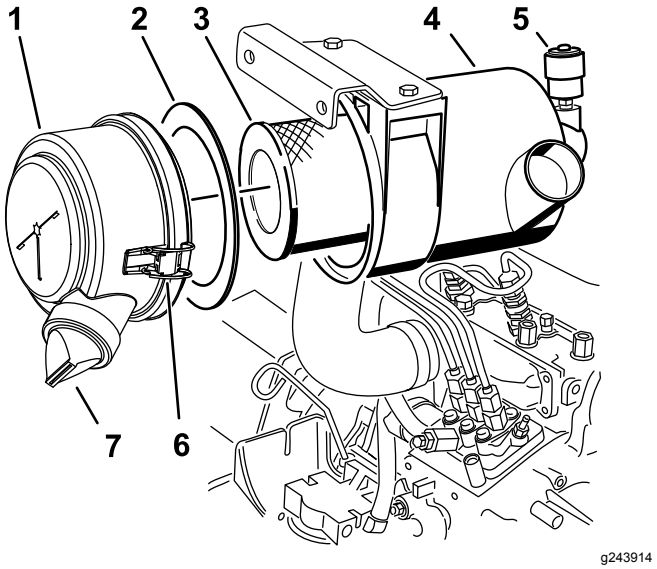

**Rysunek 30**
3. Wymieniaj wkład filtra powietrza, gdy wskaźnik filtra powietrza zaświeci się na czerwono lub co 400 godzin (częściej w warunkach nadmiernego zapylenia lub zanieczyszczenia (Rysunek 30).